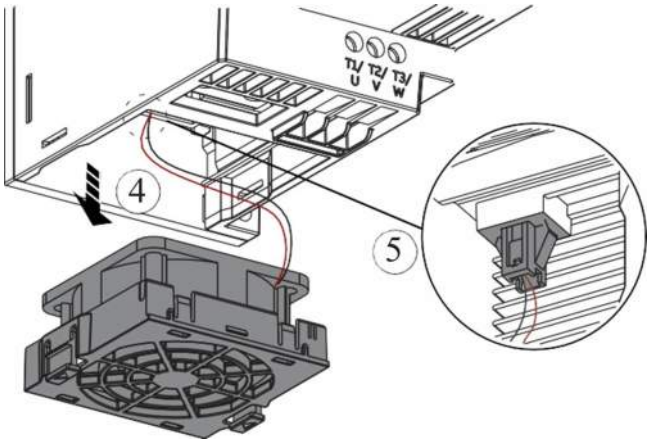

Fig. 51 — Disconnecting the Fan
4. Disconnect the fan power cable. (See Fig. 51.)